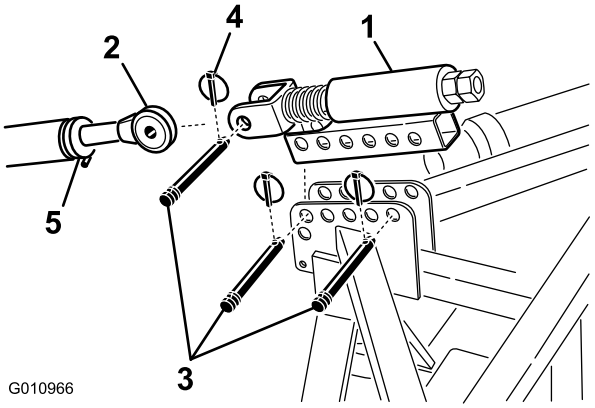

Figur 7
1. Montera den fjäderbelastade topplänken på luftarens fäste med två länkpinnar och hjulsprintar (Figur 7)
2. Lossa låsmuttern på traktorns övre länk. Justera den övre länken tills den är inriktad mot sprinten på den fjäderbelastade topplänken på luftaren (Figur 7).
3. Anslut traktorns övre länk till sprinten på den fjäderbelastade topplänken och säkra den med en länkpinne och lynchpinne (Figur 7).
6. Rotera den övre länken tills fjädern har pressats samman med ca 13 mm (Figur 7).